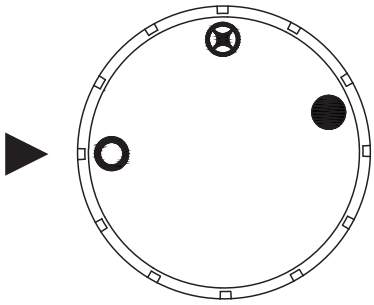

Fig. 22a
3. Push in gas control knob slightly and turn clockwise ↷ to OFF "◯" position. (See Fig. 22a)